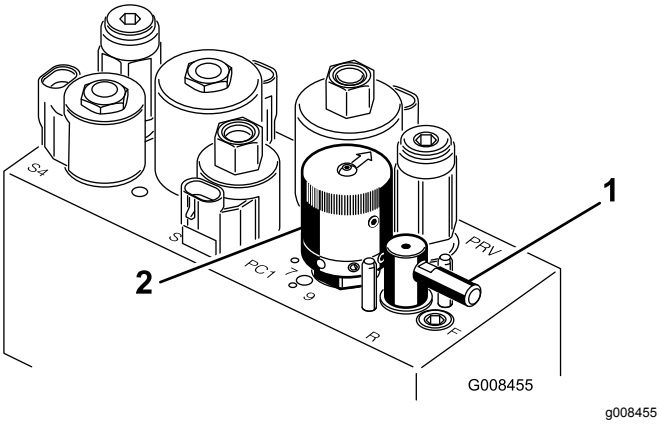

Rysunek 50
5. Ustaw dźwignię ostrzenia w położenie „R” (Rysunek 50).
6. Obróć element sterujący prędkością wirników do ustawienia 1 (Rysunek 50).